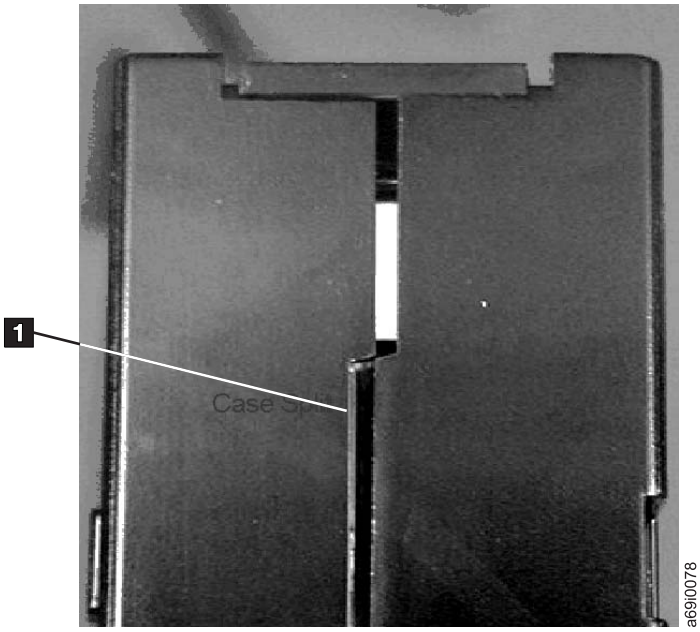
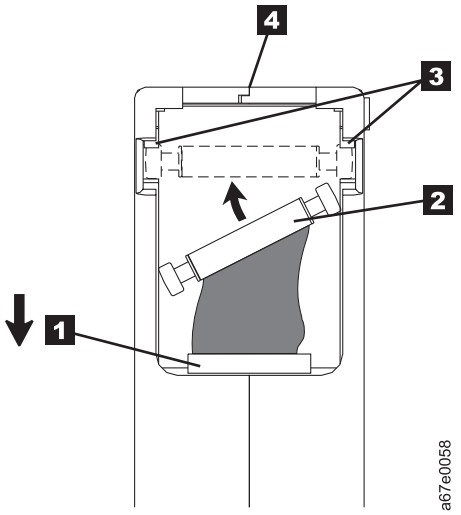

Figure D-6. Checking for gaps in the seams of a cartridge
Figure D-10. Placing the dislodged leader pin into the correct position
- Inspect the rear of the cartridge (the part that loads first into the tape load compartment) and ensure that there are no gaps in the seam of the cartridge case (see **1** in Figure D-6 and **4** in Figure D-10 on page D-21). If there are gaps in the seam (see Figure D-6), the leader pin may be dislodged.
- Check that the leader pin is properly seated (see **2** in Figure D-10 on page D-21).
To reposition the leader pin, refer to Figure D-10 and perform the steps below.